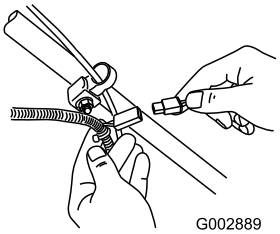

Figuur 40
1. Sluit de acculader aan op de kabelboom van de machine, die zich onder het contactsleuteltje bevindt (Figuur 40).